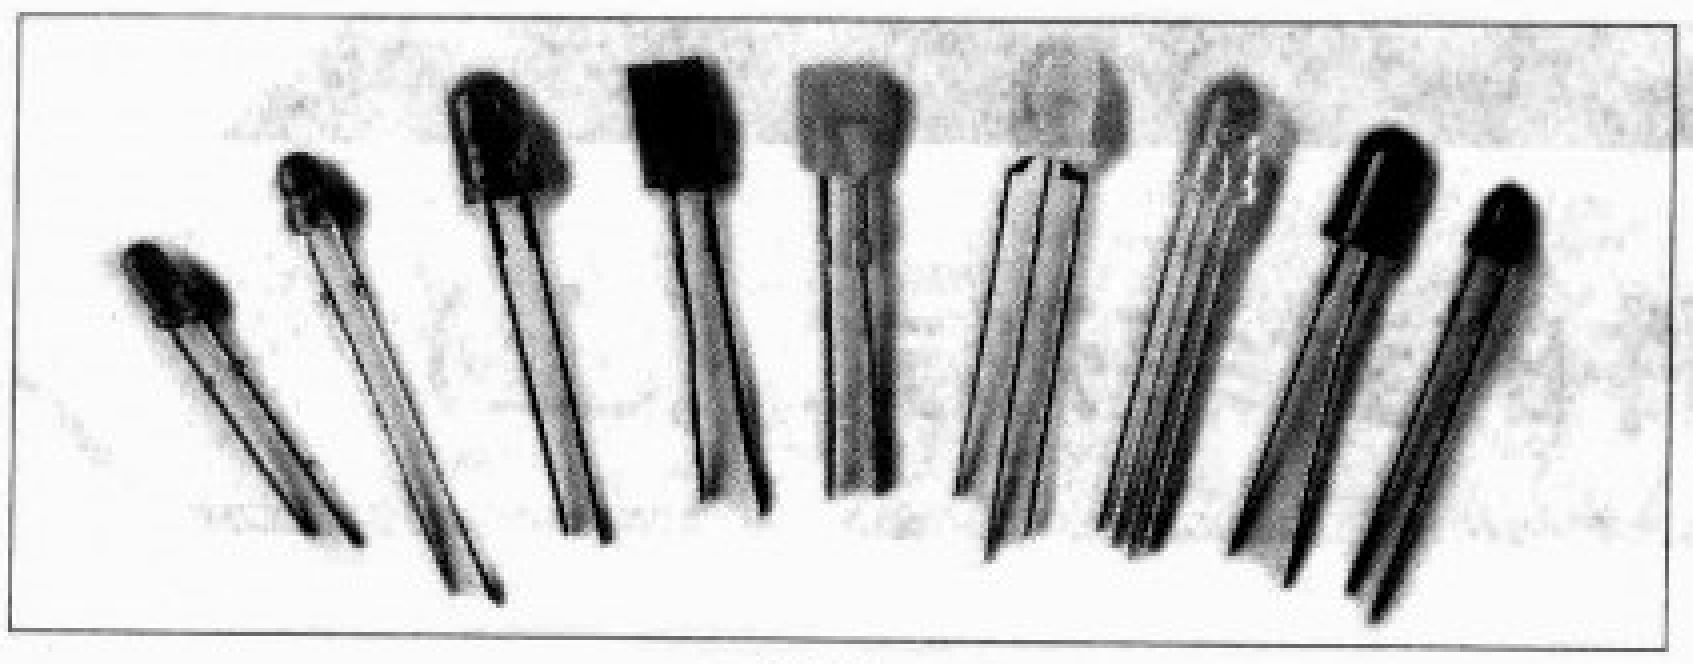

图5
1.发光二极管的封装形式主要有塑料封装、金属外壳封装、树脂封装、无引线封装和片式封装等，图5所示为部分封装形式的发光二极管。目前使用较多的是塑料封装发